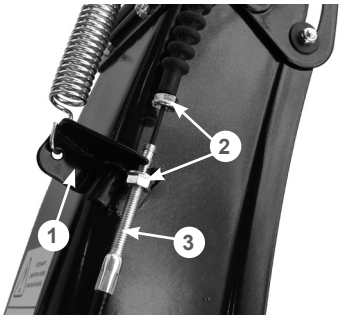

Рис. 23 Установка оболочки троса управления дефлектором жёлоба
- скрутите крайнюю гайку 2 с регулировочной муфты 3 троса и позвольте ей свободно болтаться на тросе (Рис. 23);
- одной рукой максимально наклоните дефлектор жёлоба вперёд, а второй рукой проденьте трос через прорезь в кронштейне 1, после чего вставьте регулировочную муфту троса в отверстие в кронштейне 1 (Рис. 23). Гайки крепления оболочки троса после этого должны оказаться по разные стороны кронштейна, как показано на Рис. 23. Закрутите гайки, не затягивая их;